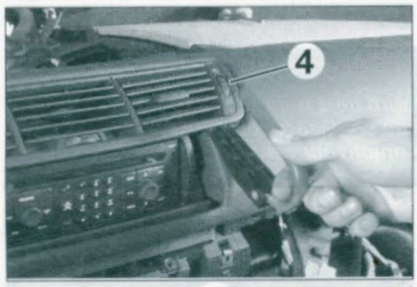

FIGURE 9-10
• Retirer l'aérateur central (4) **(figure 9-10)**.